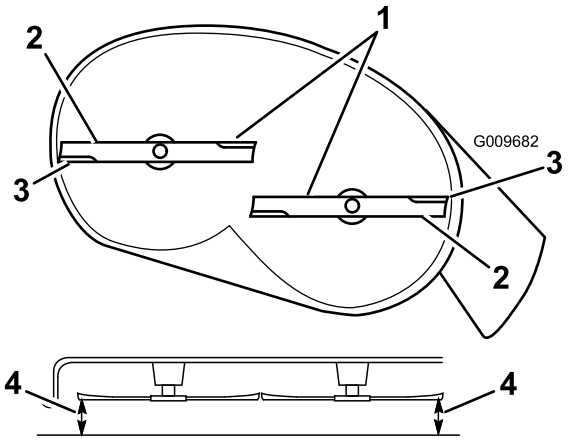
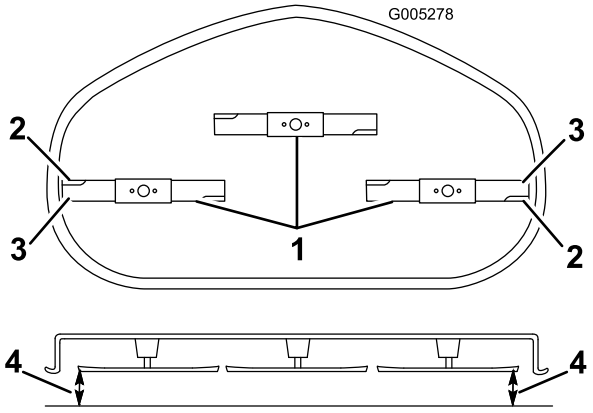

Figuur 57
Figuur 58
4. Draai voorzichtig de messen zodat ze zij aan zij staan (Figuur 57 en Figuur 58).
5. Meet tussen de buitenste snijranden en het platte oppervlak (Figuur 57 en Figuur 58). Als beide afstanden groter zijn dan 5 mm, moeten deze worden bijgesteld; ga verder met de rest van deze procedure.